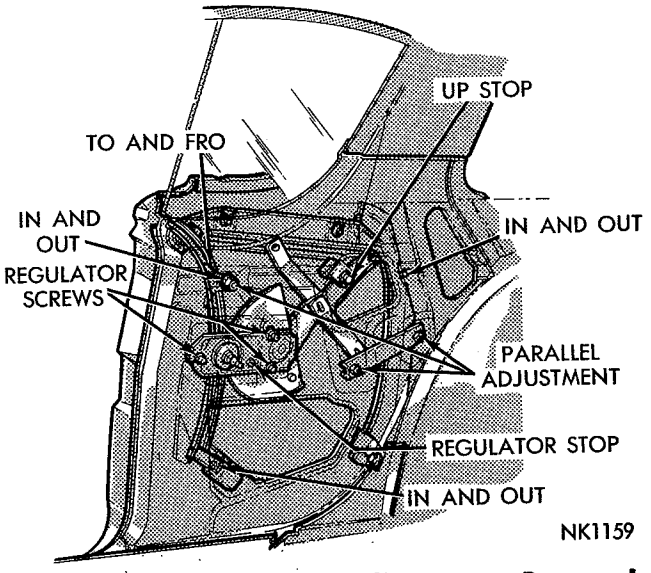

*Fig. 164—Quarter Window Adjustments—Barracuda*
(2) Adjust upper front track (Fig. 164) so front of glass is aligned with rear of front door glass at belt line. To move glass inboard turn sleeve nut clockwise and to move outboard, turn sleeve nut counterclockwise.
(3) Adjust lower front track so front of glass is aligned with rear of door glass at the top. To move glass inboard move track out and to move outboard move track in.
(4) Raise window and adjust regulator and pivot bracket so front edge of glass is parallel to rear of door glass.
(5) Adjust front upper track attachment so weatherstrip of quarter glass is forward against door glass the top of quarter glass is flush with top of door glass and parallel to roof rail weatherstrip.
(6) Adjust up stop down against regulator arm.
(7) Lower window until top of glass is even with or slightly below belt line of outside panel.
(8) Adjust stop on regulator plate against stop on regulator sector.